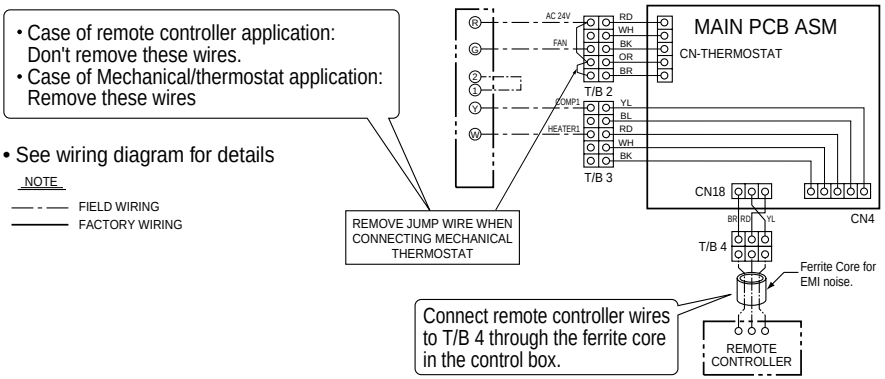

Figure 5A
■ **Cooling only - 1 Comp, 1 Heater(Figure 5A)**